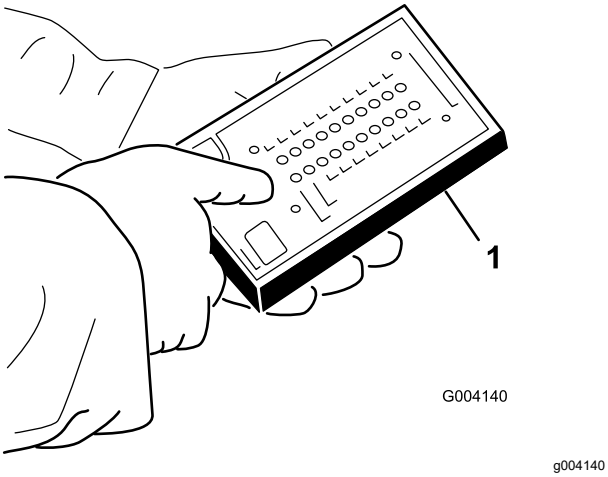

**Figuur 42**
5. Bevestig de stekker van de Diagnostische ACE aan de connector van de kabelboom (Figuur 42).